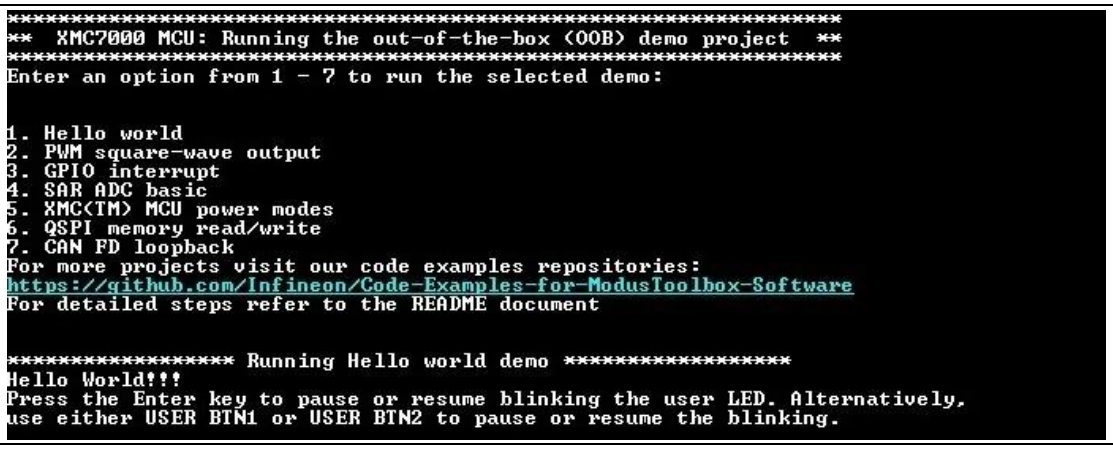

Figure 14 OOB demo project message in the terminal
3. Press the reset button (SW1) on the board and confirm that terminal application displays the code example title and other text as shown in Figure 14.
7. Select the options from 1 to 7 as shown in Figure 14 to run the selected demos.